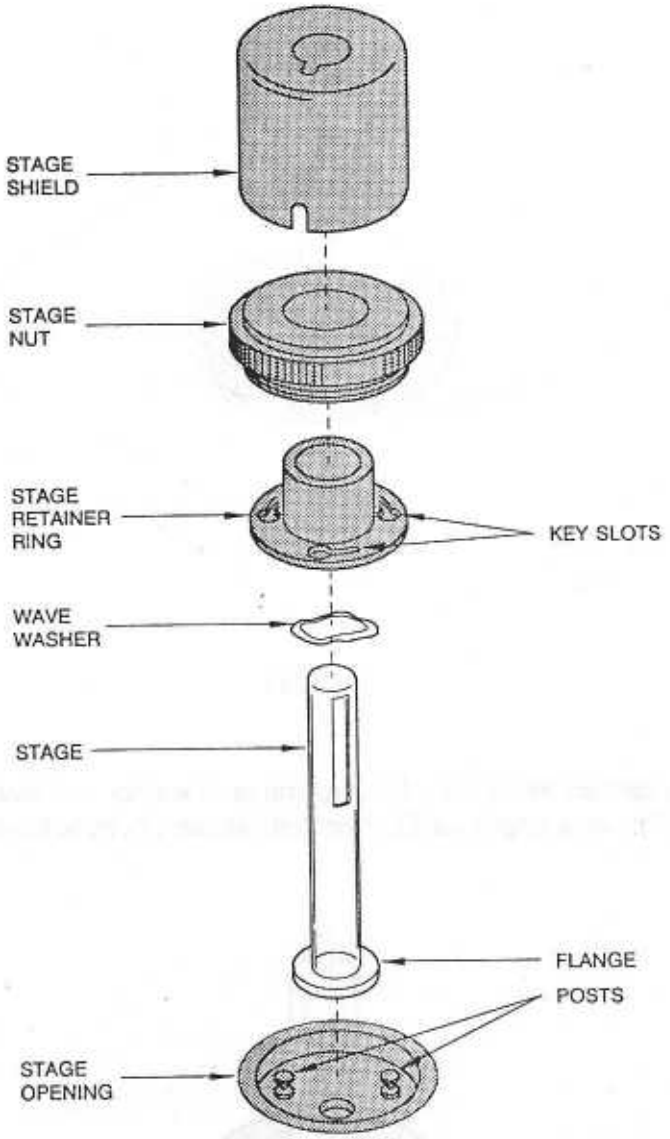

Bild 10
4. Nehmen Sie den Probenträgermantel ab, und entfernen Sie den darumgewickelten Schaumstoff (s. Abb. 10).
6. Drehen Sie den Probenträgerflansch (s. Abb. 10) gegen den Uhrzeigersinn los, und nehmen Sie ihn ab.
Verfahren Sie bei geöffnetem Ofen wie folgt, um den Probenträger einzubauen (s. auch Abb. 10):